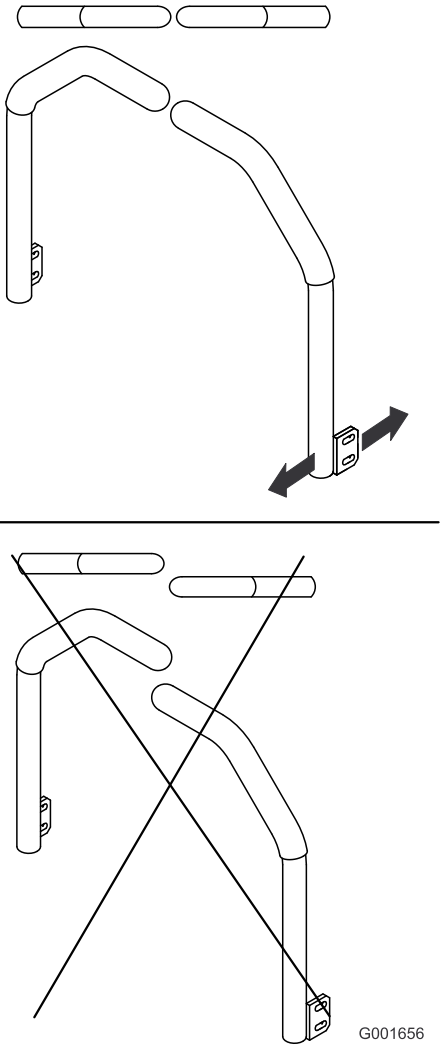

Figur 65
5. Juster håndtagene, så de står parallelt (Figur 65), og spænd boltene, der fastgør håndtagene til stolperne.